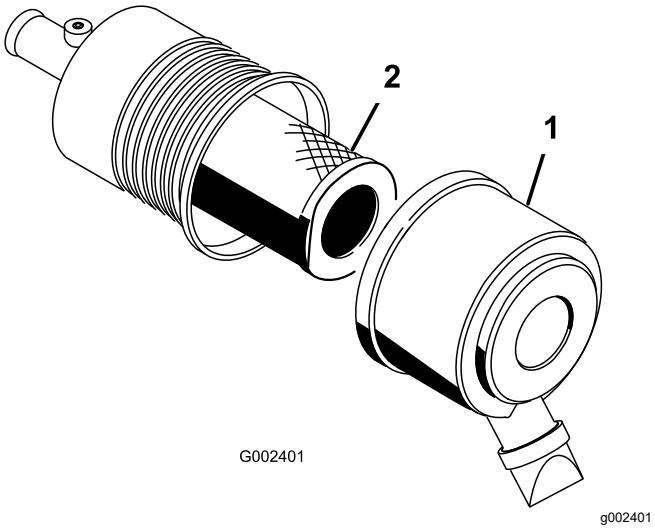

**図 33**
1. エアクリーナのラッチを外し、ボディーからカバーを抜き出す図 33。
3. エアクリーナのボディーから、フィルタをしずかに引き出す (図 33)。
5. フィルタをゆっくり押し込むようにしてボディチューブに取り付ける図 33。
6. 上下方向を間違えないように、エアクリーナカバーを正しく取り付け、ラッチを掛ける図 33。